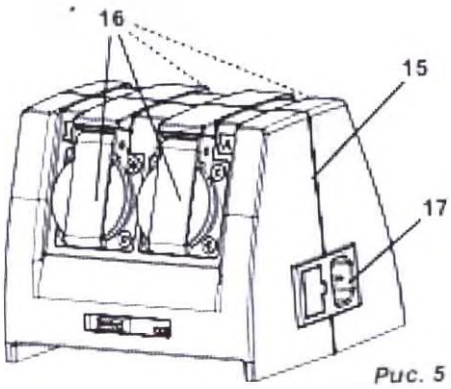

Рис. 5
⇒ Прилагаемый шнур питания (18, рис. 1) вставить в гнездо подключения к сети на QCB(17, рис. 5).
- Электроприборы подключить к разъемам для приборов (16, рис. 5) QCB (A, B, C, D). При этом обратить внимание на соответствие: разъем для прибора - всасывающий канал / пережимной клапан.